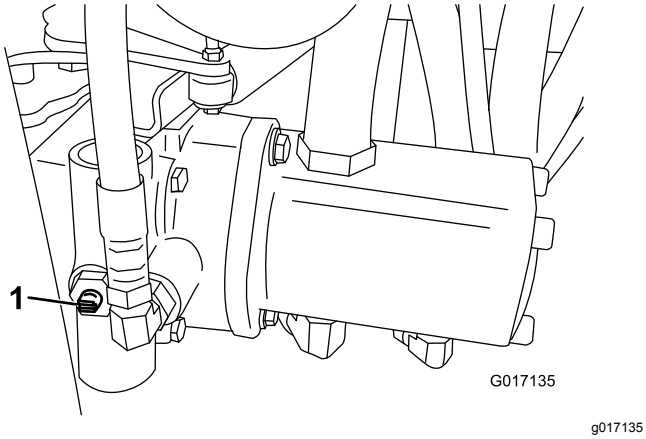

**Figur 31**
1. Lokalisera överströmningsventilen på pumpen och vrid den så att skåran är lodrät (Figur 31).
2. Stäng överströmningsventilen genom att vrida den så att skåran är vågrät (Figur 31) innan du startar motorn. Starta inte motorn när ventilen är öppen.